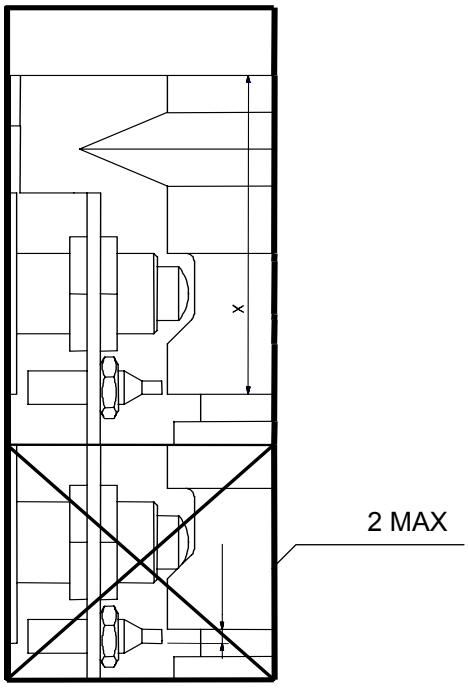

Bild 50 Avstånd för lyftmutter
2. Efter byte av lyftmuttern, justera in mutterläsningstappens läge. Notera nytt x-värde på skylten, se Bild 50. Kontrollera att brytaren bryter. Kontrollen görs med mättolk som medföljer hissen.